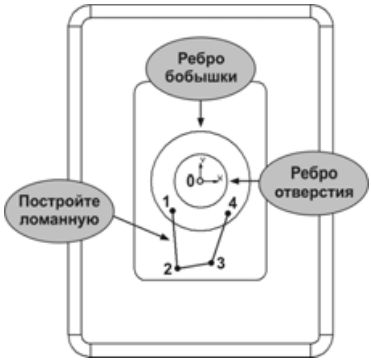

Рис. 5.38
- С помощью команды **Непрерывный ввод объектов** на панели **Геометрия** постройте ломанную линию из трех отрезков, как это показано на рис. 5.38. Для этого последовательно укажите точки 1, 2, 3 и 4 таким образом, чтобы точки 1 и 4 находились между круглыми ребрами бобышки и отверстия. Эта линия является грубой заготовкой будущего ребра.